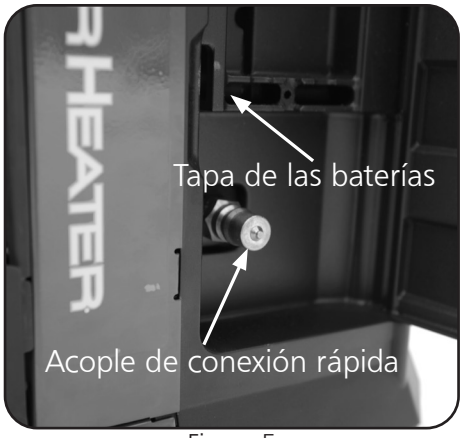

Figura 5
Abra la tapa de la batería ubicada dentro del compartimiento de accesorios para instalar la batería "AAA" (incluida). Vea la Figura 5.
2. Conecte la manguera del accesorio al acople de conexión rápida del compartimiento lateral del calefactor. Vea la Figura 5.